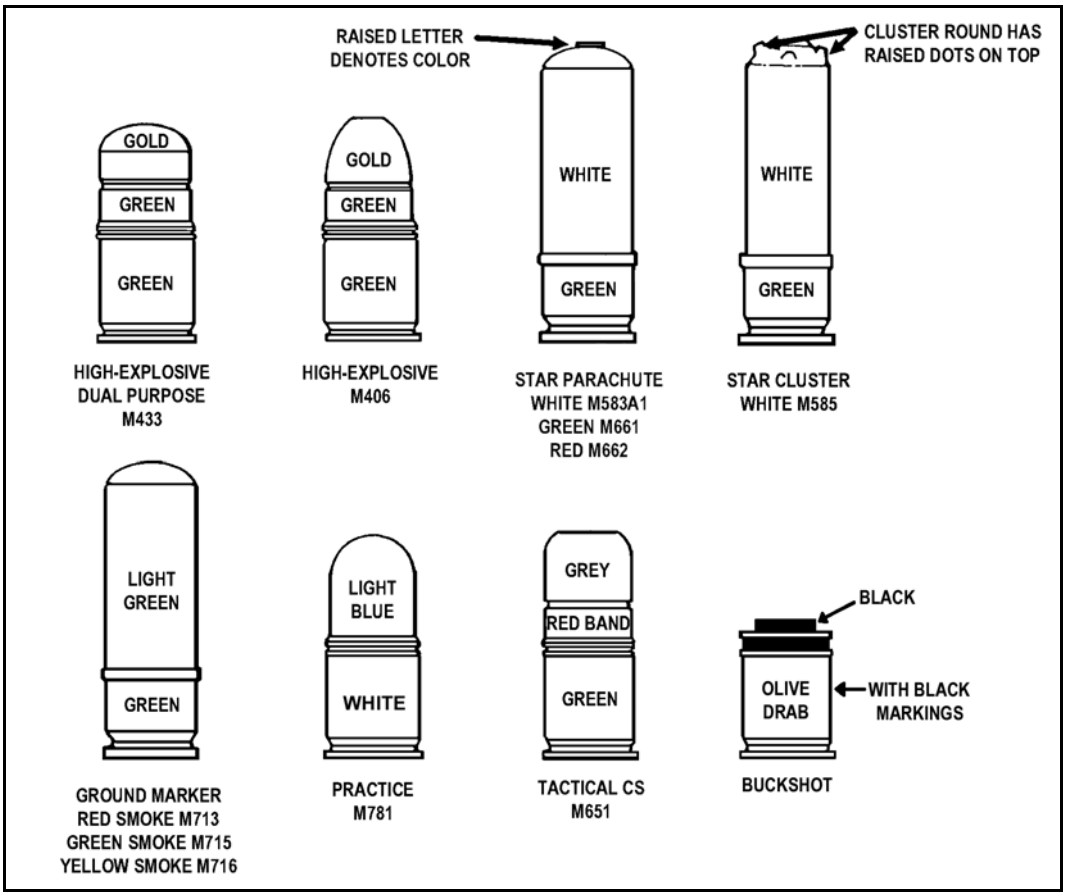

Figure 3-9. Cartridges for the M203 grenade launcher.
a. **Types, Characteristics, and Capabilities**. All M203 grenade launcher rounds are fixed rounds (Figure 3-9). (TM 43-0001-28 provides more details.)